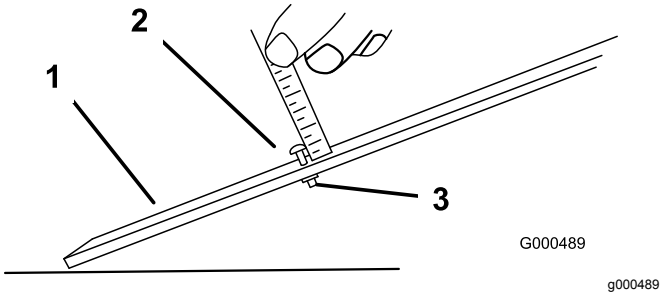

Figur 55
3. Løsne mutteren på høydemåleren (Figur 55), og fest justeringsskruen i ønsket klippehøyde. Klippehøyden er avstanden mellom bunnen av skruehodet og forsiden av stangen.